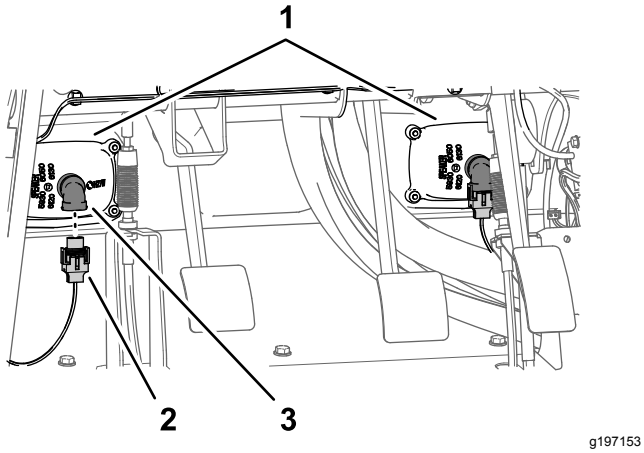

Figuur 215
3. Koppel de 2 elektrische connectoren (met 2 contacten) op de machinekabelboom aan op de stekkers met 2 pinnen van de linker- en rechterkoplamp (Figuur 215).
1. Lijn het binnenste spatbordscherm uit met de onderste en bovenste framebuis aan de linkerkant (Figuur 215).